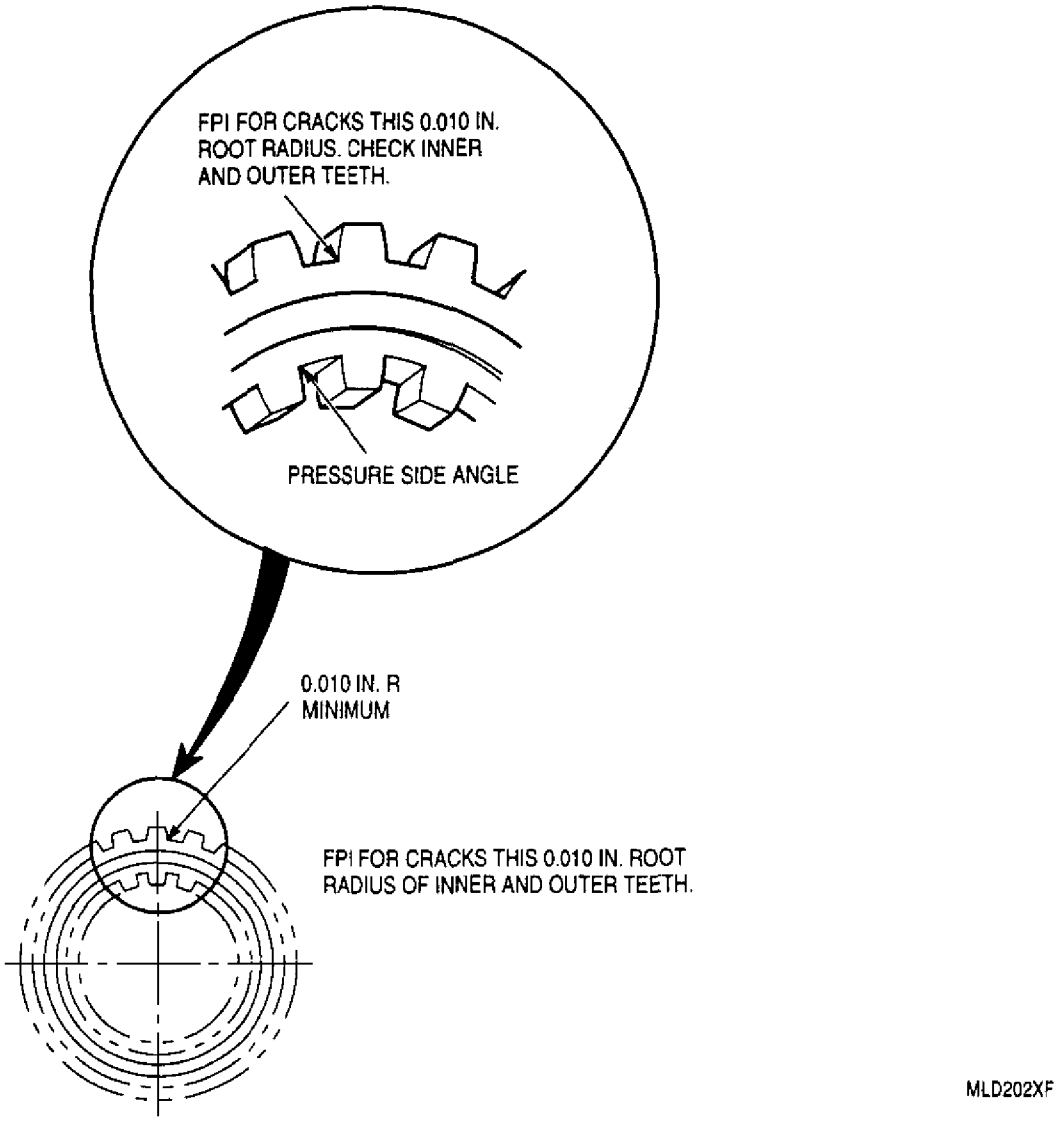

Figure 5. Safety Coupling Intermediate Member − Inspection
b. Measure the tooth root radius on the pressure side of the helical splined gear teeth (figure 5) with a standard template radius gage. Measurements shall be taken at four locations approximately 90° apart.